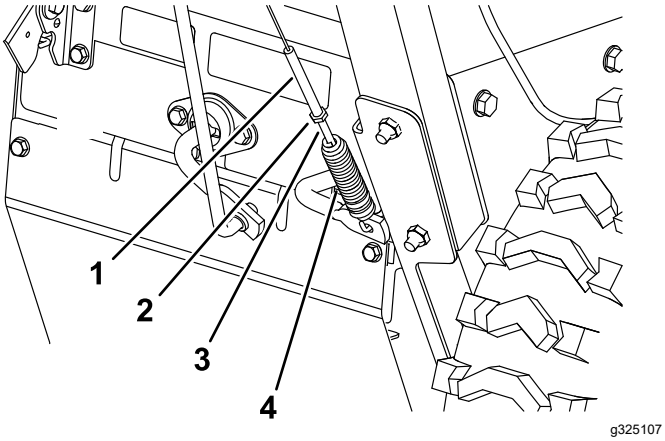
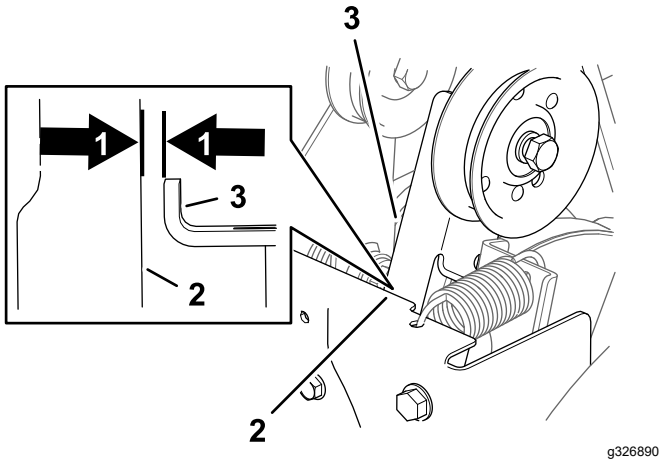

Figur 40
Figur 41
1. Løsne låsemutteren (Figur 40).
2. Roter fjærspenningsjusteringen til du måler en avstand på 1,5 mm mellom rammen og børsteclutcharmen (Figur 40 og Figur 41).
3. Stram til låsemutteren (Figur 40).